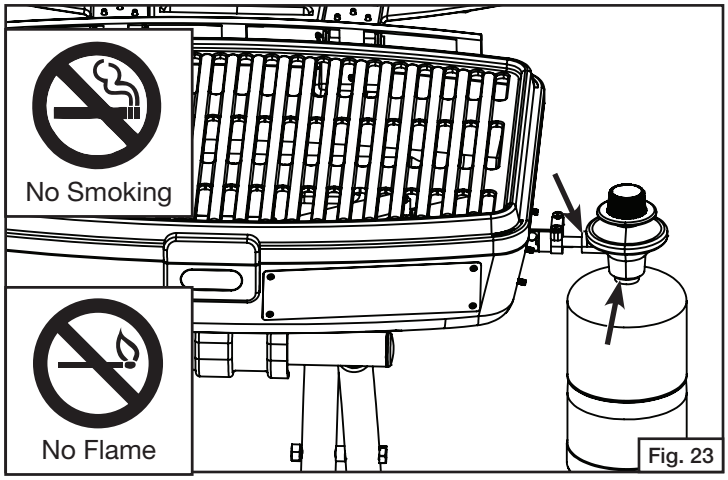

Fig. 23
3. Apply a soap solution to the connections indicated with the arrows. (Fig. 23) If bubbles appear at these areas, a leak is indicated.